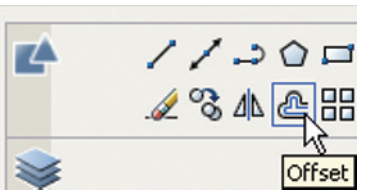

Fig. 5.12 The **Offset** tool from the **2D Draw** control panel
2. Call the **Offset** tool – *left-click* its tool icon in the **2D Draw** control panel (Fig. 5.12), or *pick* the tool from the **Modify** toolbar, or *pick* the tool name in the **Modify** drop-down menu, or *enter* **o** or **offset** at the command line. The command line shows: